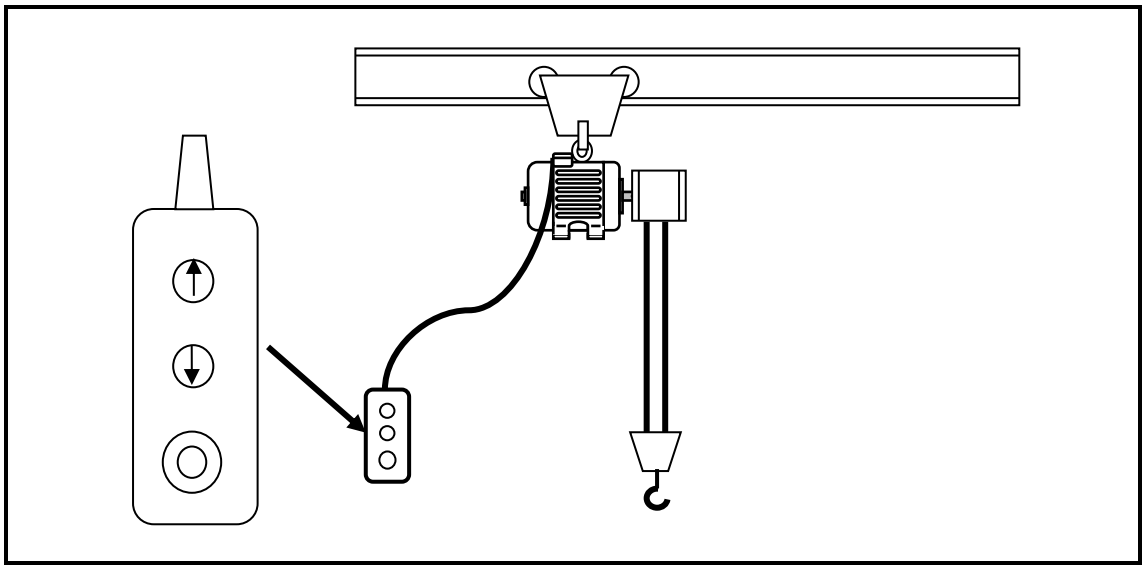

FIGURE 2
3.3 Refer to FIGURE 2 below. Prepare a materials and tools list for the hoist to be installed. Use the templates with the headings provided (3.3.1 and 3.3.2).